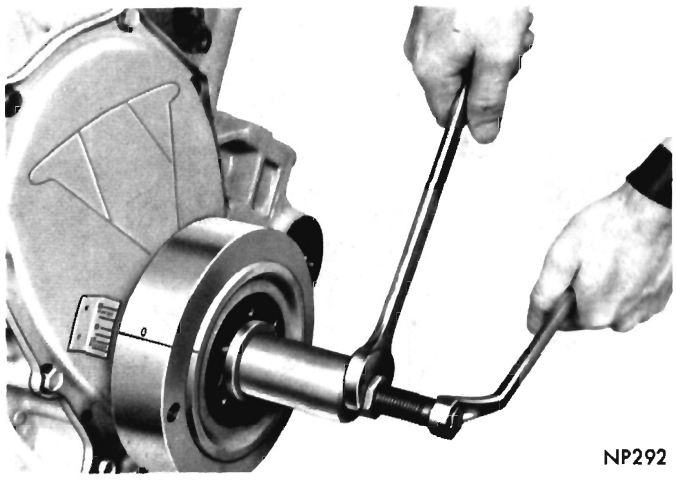

Fig. 25—Installing Vibration Damper Assembly
(2) Using a new gasket slide chain case cover over locating dowels. Install and tighten bolts 15 foot-pounds.
(3) Lubricate seal with lubriplate, place damper hub slot on key in crankshaft, and slide vibration damper on crankshaft.
(4) Place installing tool part of Tool C-3688 in position and press damper on the crankshaft (Fig. 25).
(5) Install damper retainer washer and bolt. Tighten to 135 foot-pounds.
(6) Slide belt pulley over shaft and attach with bolts and lockwashers. Tighten bolts to 200 inch-pounds.